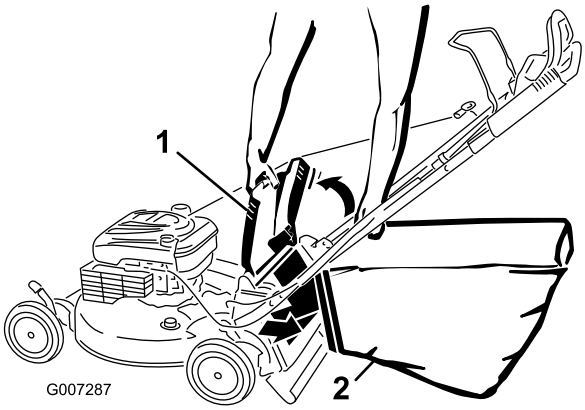

Figur 23
4. Häng gräsuppsamlarens övre framkant i skårorna (Figur 23).
4. Sätt i den bakre utkastarpluggen (Figur 23).